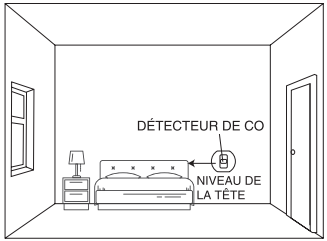

Figure 3: Installation dans une chambre à coucher ou autre pièce sans appareil de chauffage à combustible (installation au niveau du chevet)
2. Installation du détecteur de CO dans une chambre ou une pièce sans appareil de chauffage à combustible (voir Figure 3):